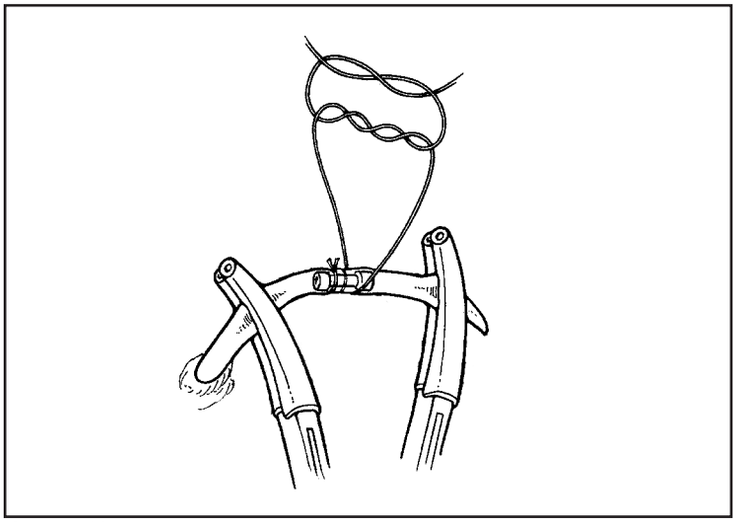

Figure 40. Tie suture
5. Use a double-throw overhand surgeon's knot followed by a minimum of two single throws to attach the tubing to the connector (Figure 40).